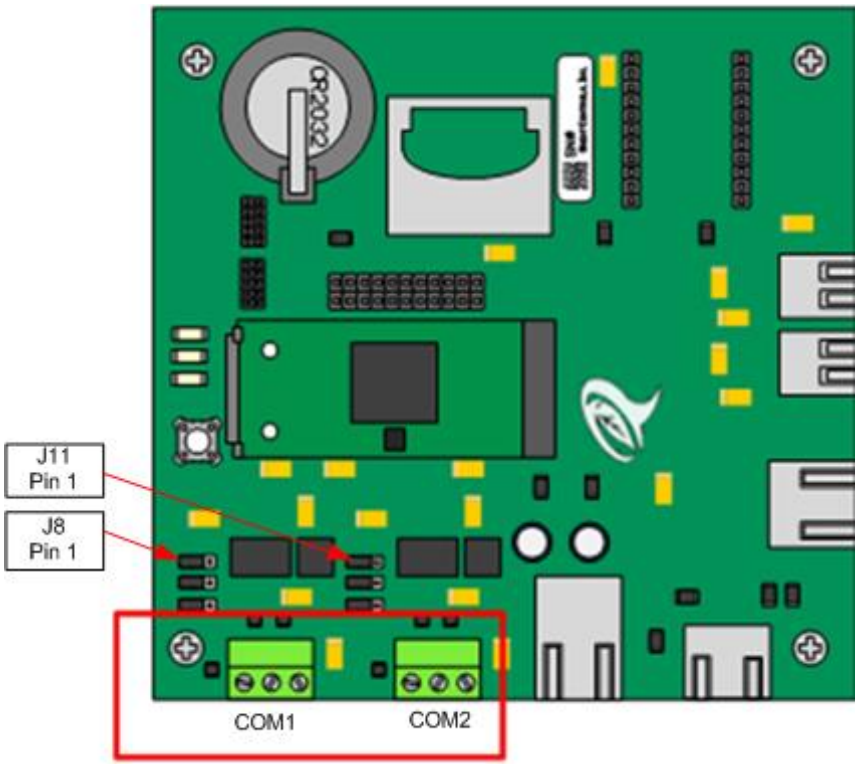
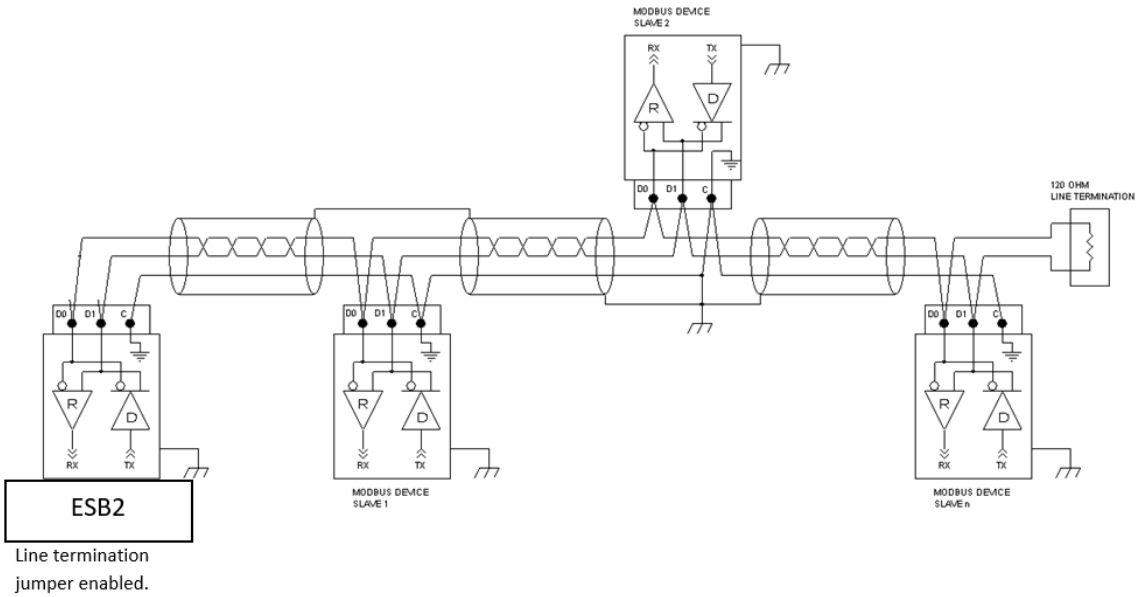

Figure 10 Modbus Interface Connections
Figure 11 - Typical Modbus Networks
6. Connect the Modbus devices together in a daisy-chain configuration only. No star, ring or tree cabling network configurations, or additional cable stubs are allowed. Refer to Figure 11 - Typical Modbus Networks
3. If the TELSEC ESB2 is at one end of the Modbus cable network, do not install a termination resistor on this end of the cable network. Instead, move jumper J8 to the 1-2 position for COM1 (or J11 for COM2) which enables the built-in line termination resistor. If the TELSEC ESB2 is in the middle of the Modbus cable network, then move J8 for COM1 (J11 for COM2) to the 2-3 position. This will disable the built-in line termination resistor. See Figure 10 above and Figure 11 below. No more than two (2) line terminations are allowed per Modbus cable network.
When there is no data activity on an RS-485 balanced pair, the lines are not driven and, thus susceptible to external noise or interference. To ensure the receiver line stays in a constant state, when no data signal is present, some devices need to bias the network. Polarization of the pair must be implemented **at one location for the entire Serial Bus**. Generally, this point is at the polling device. Other devices must not implement any polarization. Refer to the manual of the device you are monitoring to determine if line biasing is required. Move jumpers J9 and J10 for COM1 (or J12 &J13 for COM2) on the ESB2 Modbus board to position 1 & 2 (left) to enable line polarization. Refer to Figure 10 above.